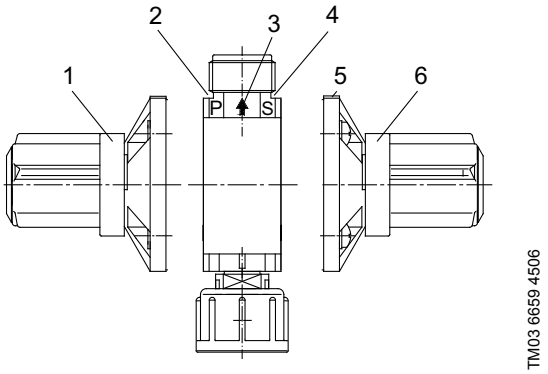

Abb. 42 Multifunktionsventil - zerlegt
Siehe Abb. 42. Den grünen Entlüftungs-Drehknopf (6) an der mit "S" (safety, d.h. Sicherheit) beschrifteten Seite (4) des Ventilgehäuses anbringen, Markierung (5 Einstellnut Überströmdruck) beachten. Den schwarzen Drehknopf (1) an der mit "P" (pressure, d.h. Druck) beschrifteten Seite (2) des Ventilgehäuses anbringen.